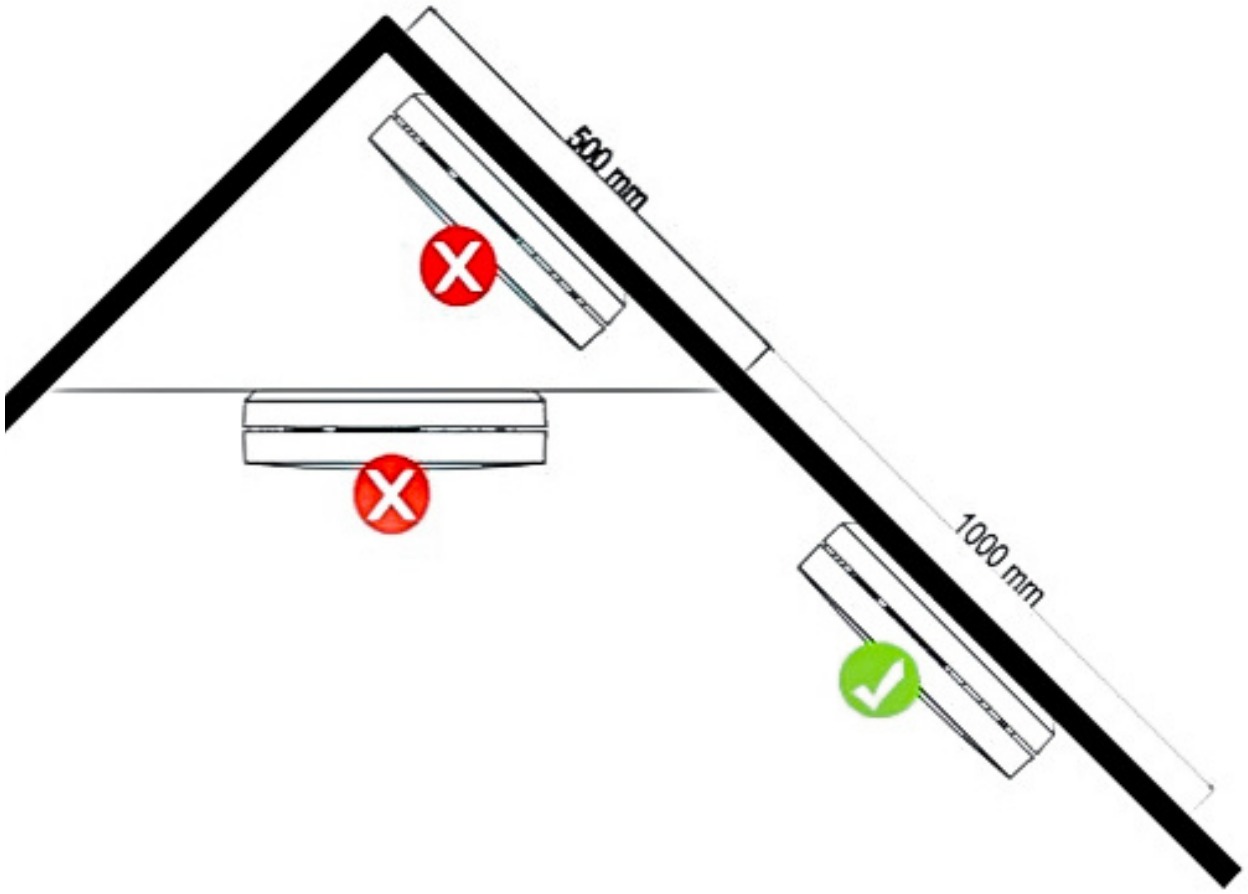

Figure 2: Emplacements de montage recommandés
- Vérifiez les figures 2 et 3 pour connaître les emplacements de montage corrects. La plupart des pays de l'UE exigent des détecteurs de fumée à tous les étages et le long des voies d'évacuation.